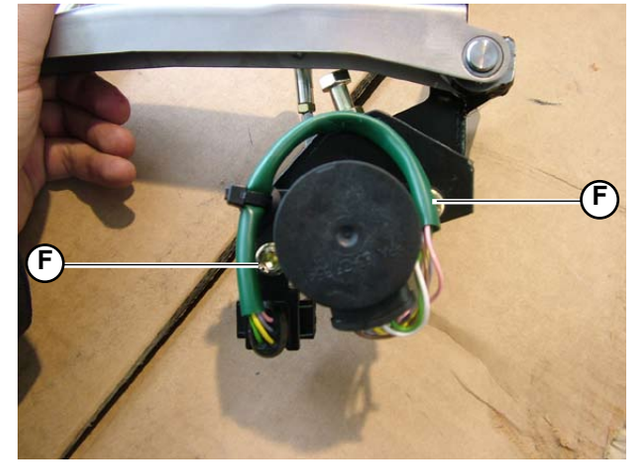

Fig.4
5. Unscrew the 2 Allen screws (**F-Fig.4**) securing the potentiometer.